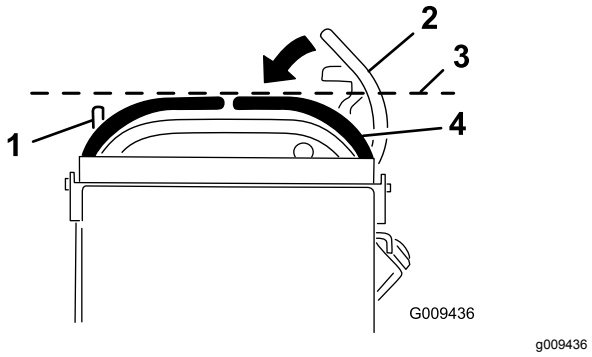

Figur 68
3. Skyv den høyre bevegelseskontrollspaken ned ut av NØYTRAL, LÅST stilling (Figur 68).
4. Kontroller om den høyre bevegelseskontrollspaken står på vannrett linje med den venstre bevegelseskontrollspaken (Figur 68).